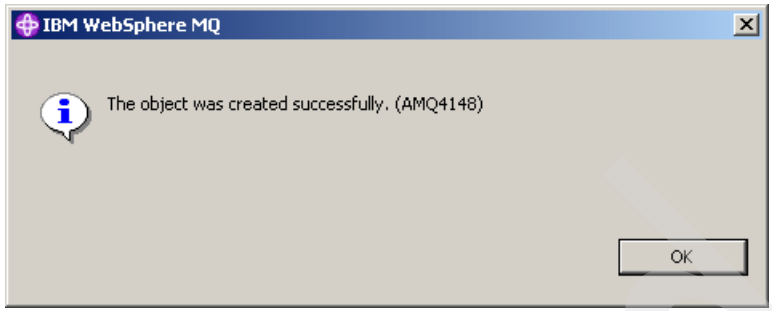

Figure 5-17 Successful creation
3. Give the new listener a name. We chose `wpg` in Figure 5-17 on page 75.
8. When the listener has been created, you will receive a message similar to that seen in Figure 5-17 on page 75.